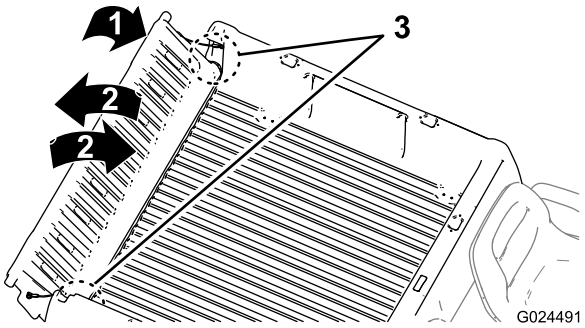

Figura 12
2. Abra la compuerta trasera a un ángulo de 45° aproximadamente (Figura 12).
3. Mueva el portón trasero varias veces hacia adelante y hacia atrás, con breves sacudidas (Figura 12).